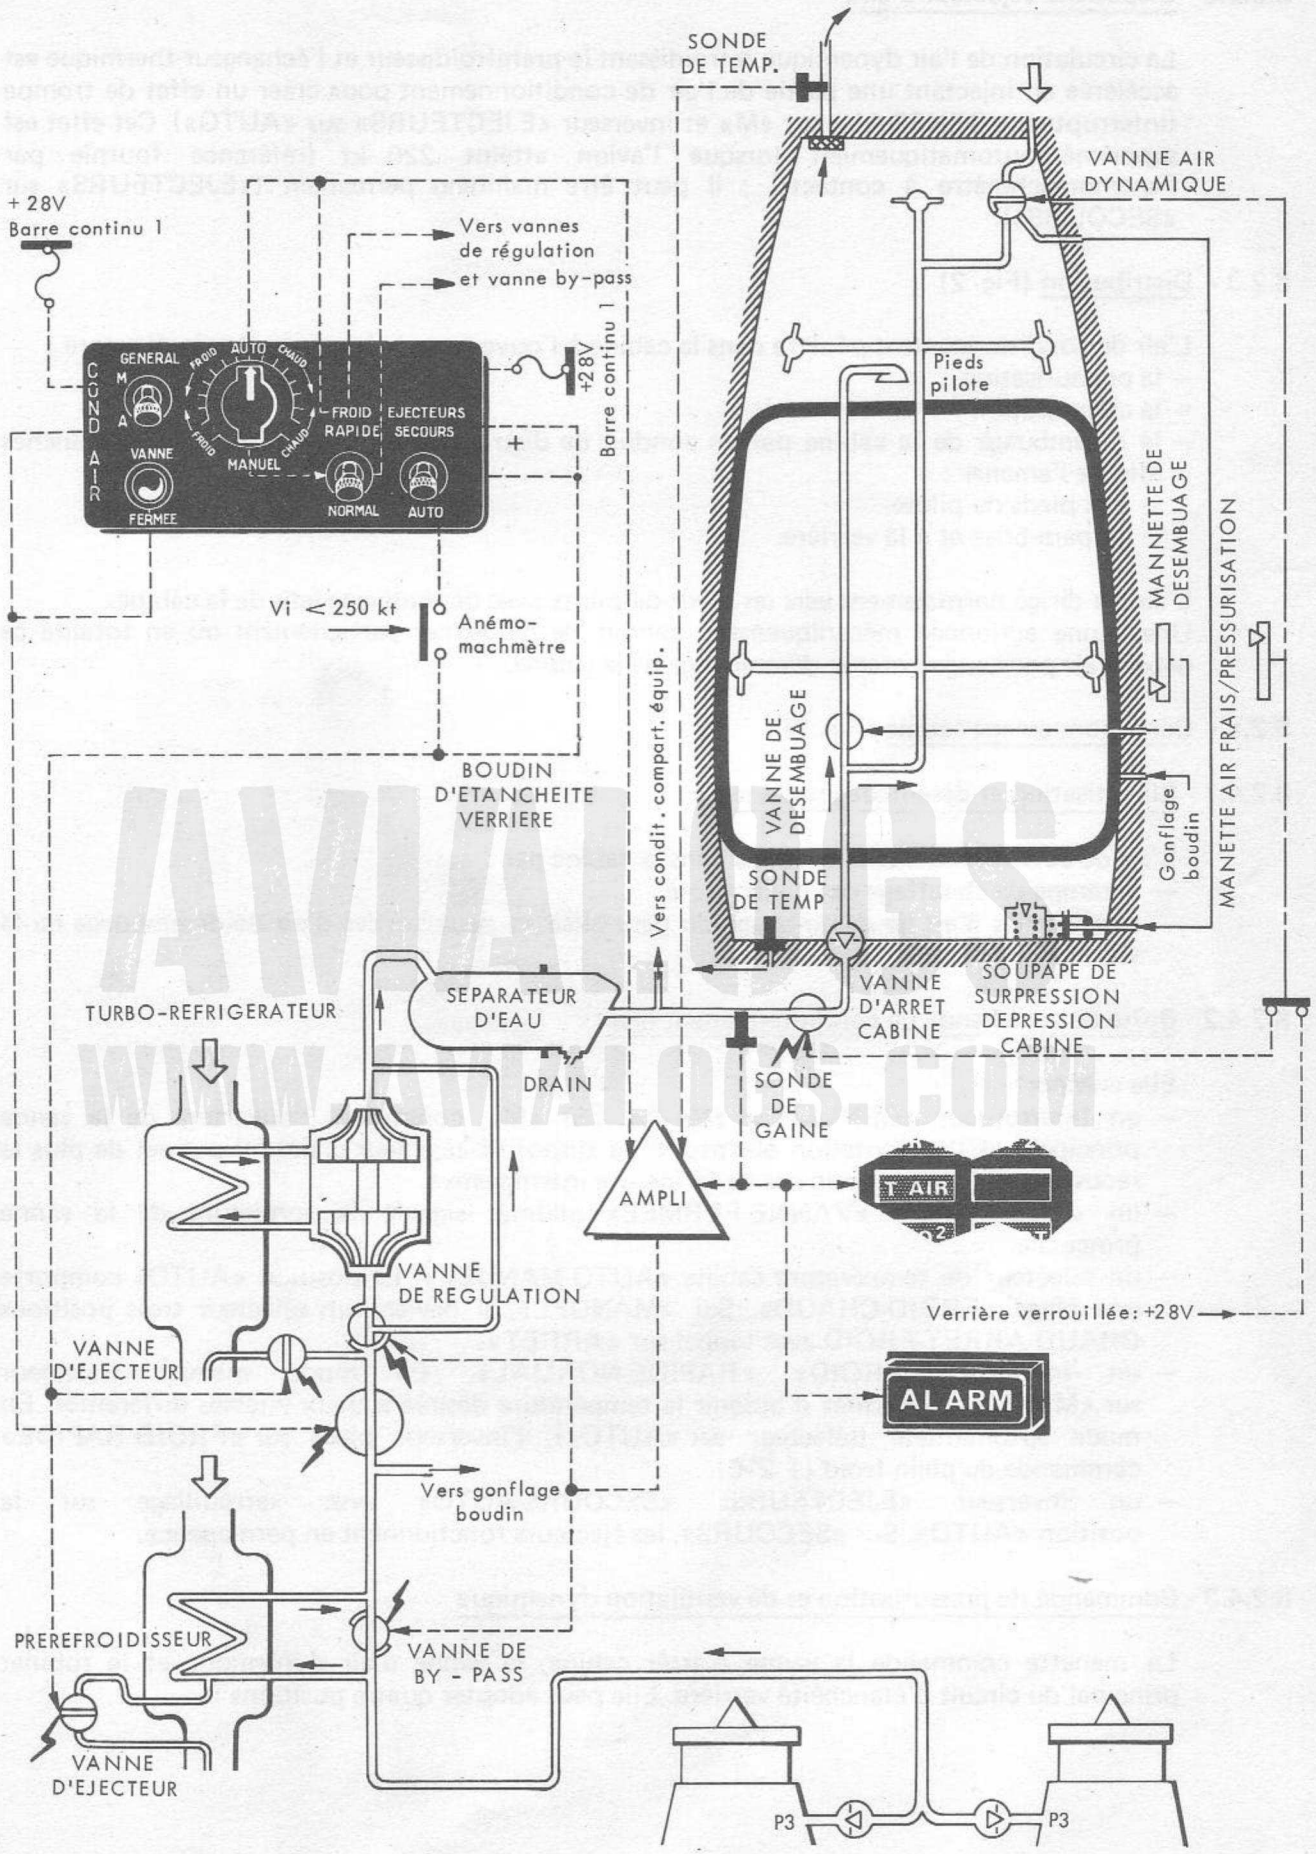

FIGURE 2 - CONDITIONNEMENT CABINE
8.2.2 - Génération (Fig. 2)
8.2.3 - Distribution (Fig. 2)
8.2.4 - Conditionnement cabine (Fig. 2)
8.2.5 - Ventilation cabine (Fig. 2)